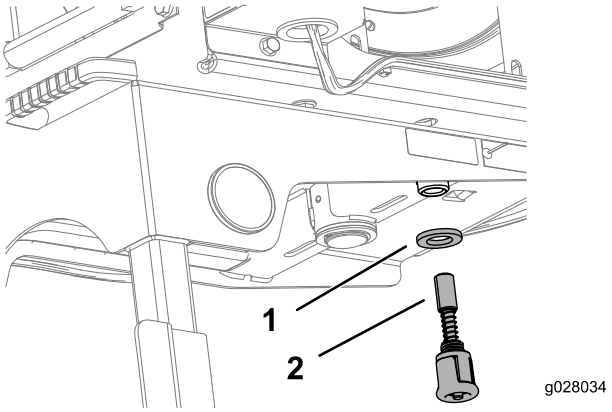

Figur 12
6. Montera brickan och fjädersprinten på undersidan av slangvindans ram (Figur 12).